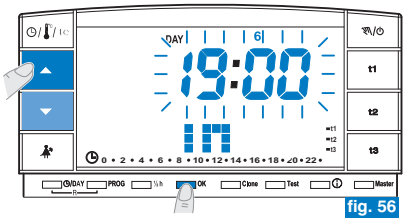
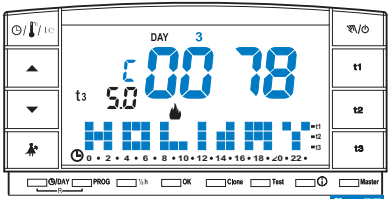

fig. 56
fig. 57
- En pantalla aparece (parpadeando) la hora en la que se pretende finalizar el recuento (regresar a la vivienda), con las teclas ▲▼ configurar la hora; confirmar pulsando la tecla **OK** (fig. 56 de la página siguiente).
- Una vez finalizada la introducción de los datos y que se ha confirmado con la tecla **OK** (ejemplo en fig. 56), en pantalla pueden aparecer **dos visualizaciones diferentes** (dependiendo de los datos que se han introducido).
- Pulsando la tecla **OK** (ejemplo en fig. 56) el cronotermostato iniciará la cuenta a atrás y el programa mantendrá la temperatura **t3** Ausencia configurada (configuración de fábrica 5°C en modalidad "Invierno" y 33°C en "Verano", ambas regulables como se ha indicado en el apartado 5.6) hasta el final de las horas programadas y en pantalla se visualiza el número de horas que faltarán para el final del programa más el mensaje **HOLIDAY** (ejemplo in fig. 57).
- Pulsando la tecla **OK** (ejemplo en fig. 56) el cronotermostato volverá al programa en función primero de la introducción de datos en el programa **P 04** en espera de activar este último programa.
Pasado este tiempo el cronotermostato iniciará la cuenta a atrás y el programa mantendrá la temperatura **t3** Ausencia configurada (configuración de fábrica 5°C en modalidad "Invierno" y 33°C en "Verano", ambas regulables como se ha indicado en el apartado 5.6) hasta el final de las horas programas; en pantalla se visualiza el número de hora faltantes al final del programa más el mensaje **HOLIDAY** (ejemplo en fig. 57).